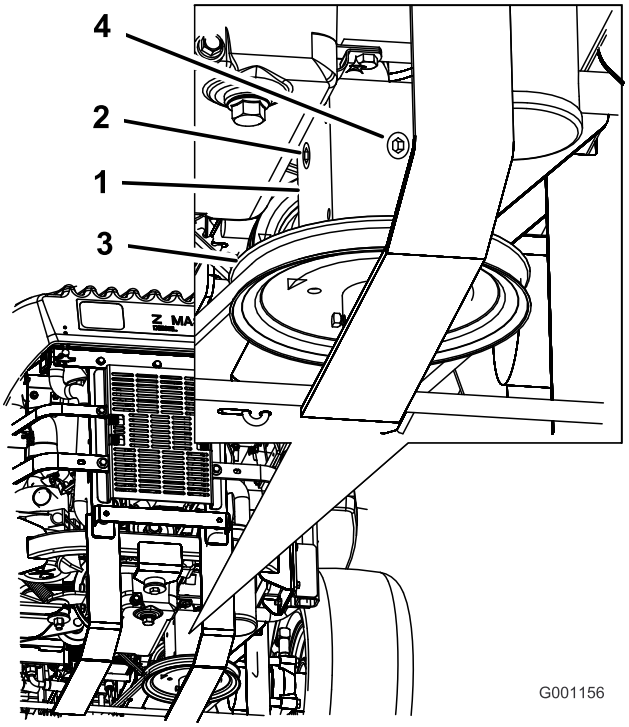

Figur 63
4. Fjern proppen på siden af eller bag på gearkassen (Figur 63).